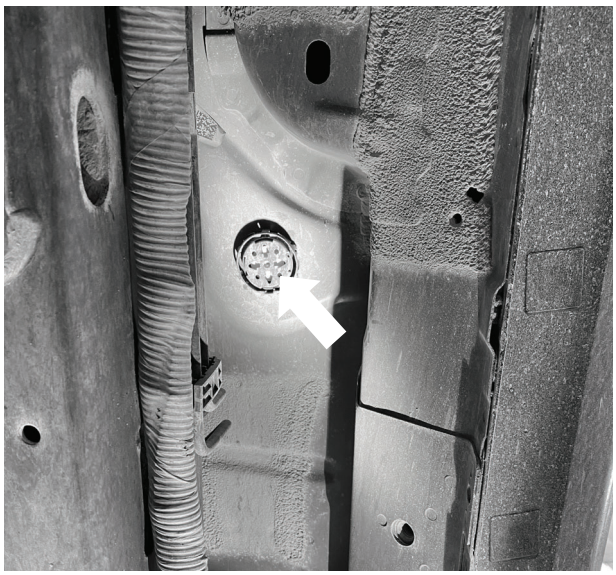
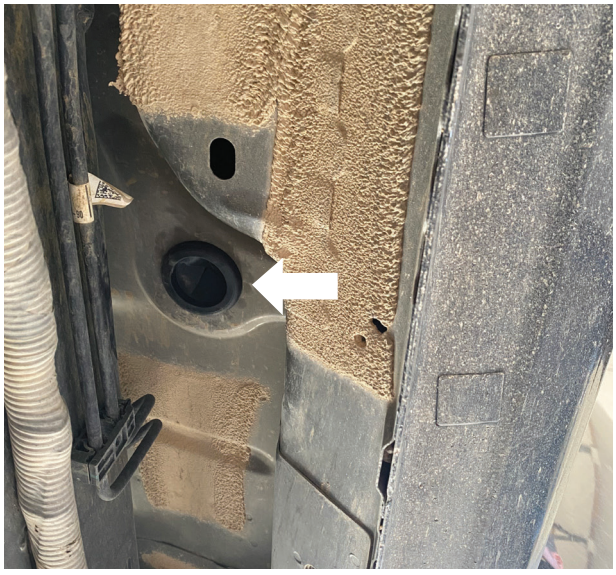

Fig. 31: Replace drain plug with provided grommet.
Fig. 32: Replace drain plug with provided grommet.
3. To remove the drain plug on the driver and passenger sides, squeeze them together while pushing up. Replace them with the provided grommets (Fig. 31 and Fig. 32).